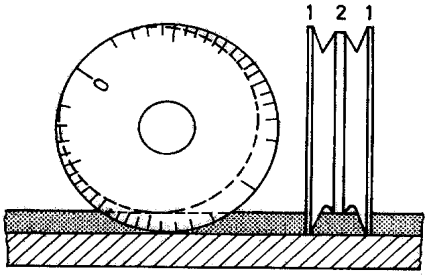

Fig. 1
The disc-shaped measuring instrument (Fig. 1) is rolled over the wet film. During this process two knurled, concentric rims (1) roll across the substrate whilst an excentrically positioned measuring rib (2) picks up coating material as soon as the distance of the rib from the rims is equivalent to the wet film thickness to be measured.